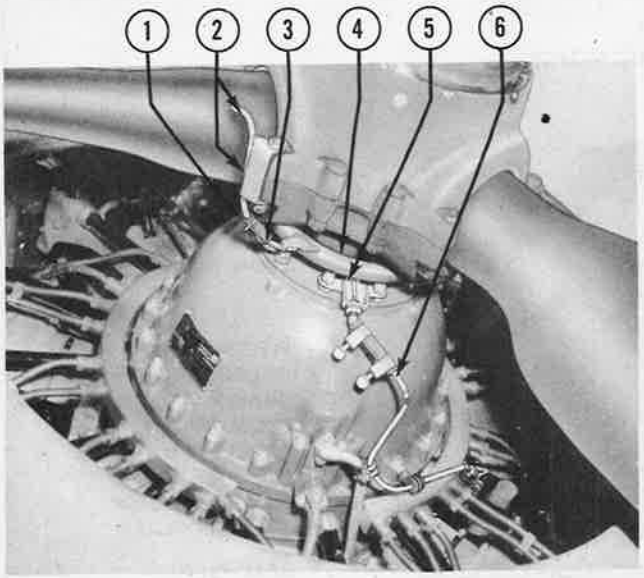

Figure 575—Propeller Anti-Icer Slinger Ring
(g) SLINGER RING AND DISTRIBUTOR LINES. *(See figure 575.)*
1. DESCRIPTION.–The channel collector ring (4, figure 575) is screwed to the propeller hub. It receives the fluid from a spout (5, figure 575) clipped to the forward part of the engine nose section and welded to the end of the line. Three 2-inch metal lines (3, figure 575) are welded to the rim of the ring at equal distances. At the end of each metal line is a short hose (1, figure 575) connecting a second 6-inch metal line, which is the distributor line (2, figure 575) to the blade. The connecting hose is secured to the metal lines by wires. Separating the ends of the lines by the hose serves to give play to the lines and minimize vibration. Another function of the hose is to allow easy removal of the distributor line in case it becomes damaged. Otherwise, the ring would have to be removed, which would necessitate removing the propeller. The distributor line, welded to a heavy bracket (2, figure 575) on the top middle section of the hub, extends to the front of the propeller blade. As the slinger ring rotates with the hub, centrifugal force carries the fluid from the ring through each of the three lines and down each propeller blade.